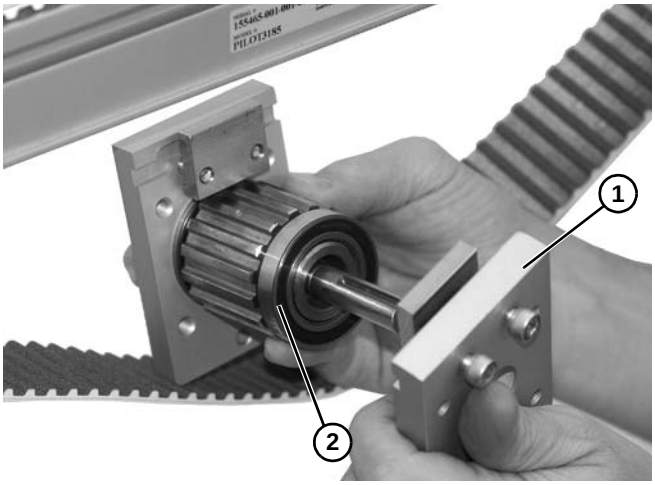

Figure 86
4. Séparer les blocs de montage **(Figure 86, élément 1)** de la broche **(Figure 86, élément 2)**.